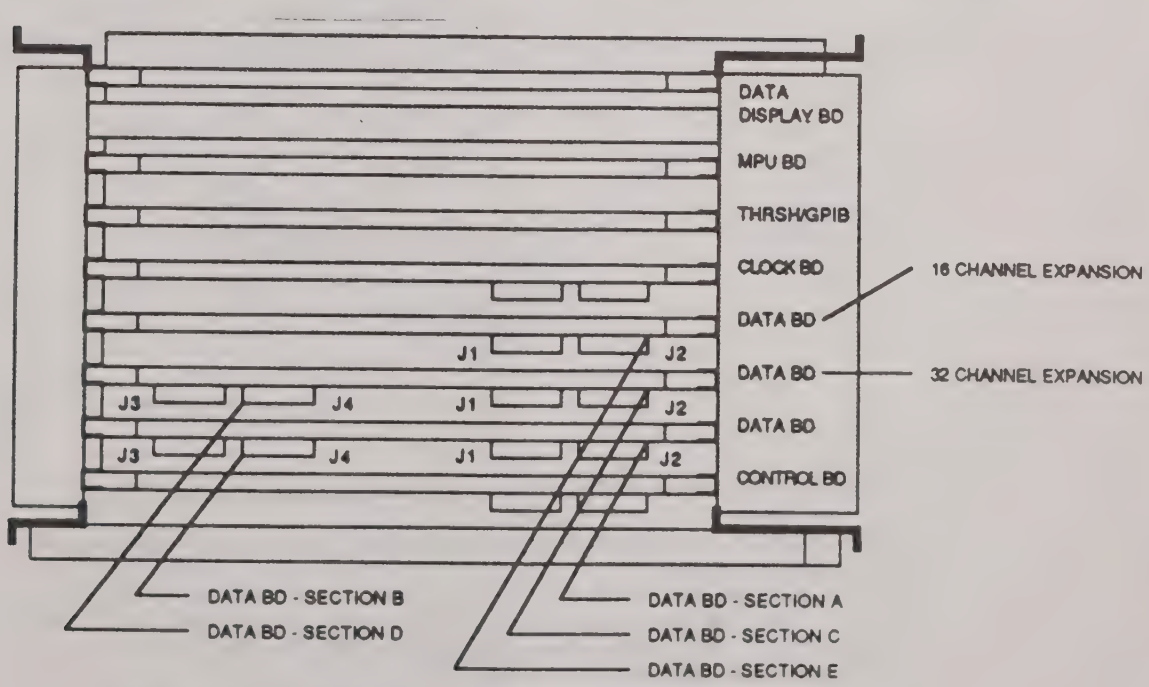

Figure 6-1. K450B Card Cage Arrangement, Top View
2. Remove the two screws that secure the card retainer bar to the top of at the card cage and lift it from the chassis. The card cage arrangement is shown in Figure 6-1.
4. Position the Data Board in card cage with the solder side toward the power supply of the unit. Carefully insert the Data Board into the designated card slot, A2 for Section C and D Inputs or A3 for Section E Inputs (refer to Figure 6-1). Ensure the Data Board is seated firmly in the mother board sockets.